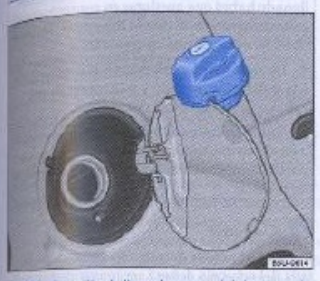

Fig. 106 Boquilla de llenado y tapa del depósito de combustible
- Cuelgue la tapa de la boquilla de llenado conforme ⇒ fig. 106.
Después de la apertura de la boquilla de llenado, se puede colgar la tapa del depósito según ⇒ fig. 106.